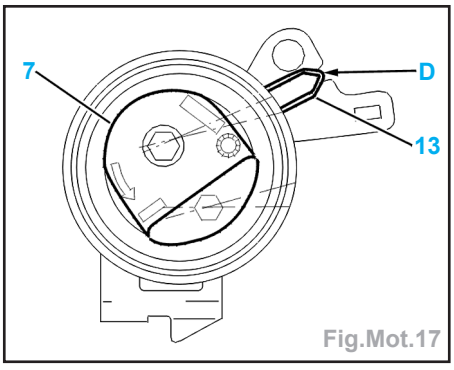

Fig.Mot.17
- Vérifier la position de l'index tendeur (13) (Fig.Mot.17).